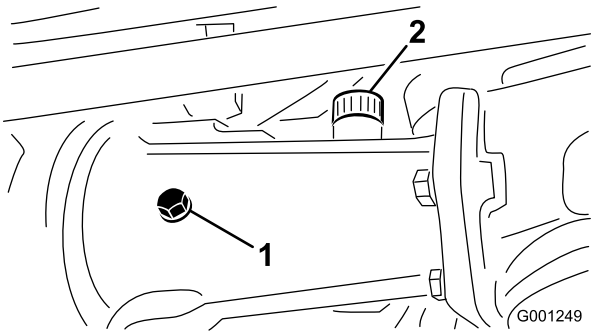
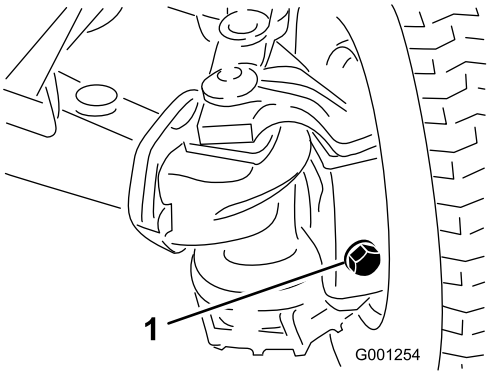

Figur 27
Figur 28
2. Fjern kontrollpluggene fra akselen, og pass på at det er olje opp til bunnen av hvert hull. Hvis nivået er lavt, fjerner du fyllepluggene og fyller olje til nivået når opp til bunnen av kontrollplugghullene (Figur 27 og Figur 28).